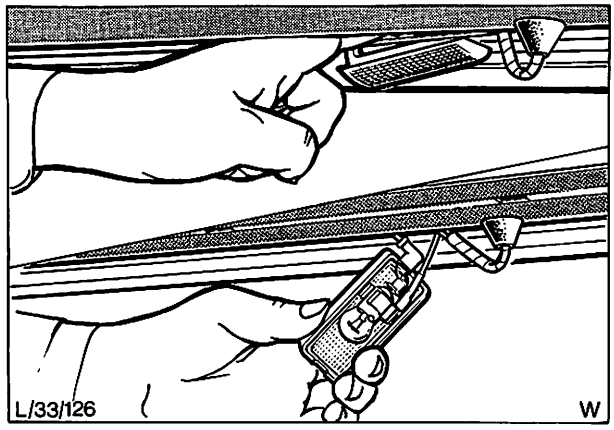

Abb. 48 Leuchte – Kofferraum ausbauen
3. Leuchte aus der Halterung im Kofferraum ziehen, Abb. 48.